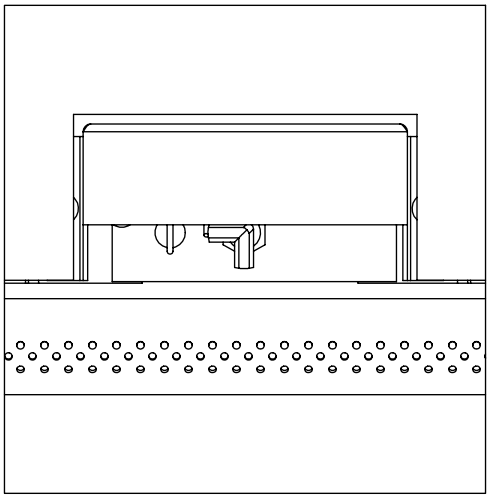

Figure 21. Ignitor assembly beside the burner.
10. Reinstall the burner, brick panels, log set, embers, and glass door. Also refer to Secondary Installation - Installing Log Set and Embers in your Owner's Manual. When re-installing the burner, ensure that the burner to pilot hood relationship is similar to what is shown in Figure 21.